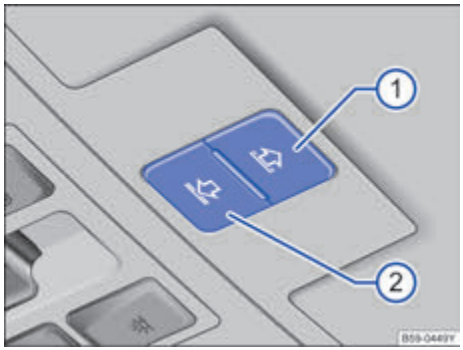

图 60 在顶篷中：遮阳卷帘的按钮。
按钮 →图 60 ① 和 ② 设有 2 挡位置。1 挡位置：可完全或部分打开或关闭遮阳卷帘。